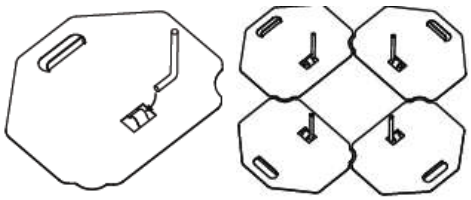
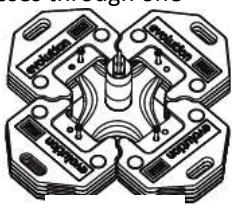

Figure 3
Figure 7
b) Insert the "L" Bolts into the raised slots (see Figure 7). Alternate the direction of each L-bolt. See Figure 3.
f) Assemble one more layer of counterweights over the LEAP Anchor base, then apply a washer and nut to each of the L-bolts. Hand tighten all four nuts snugly. See Figure 7.